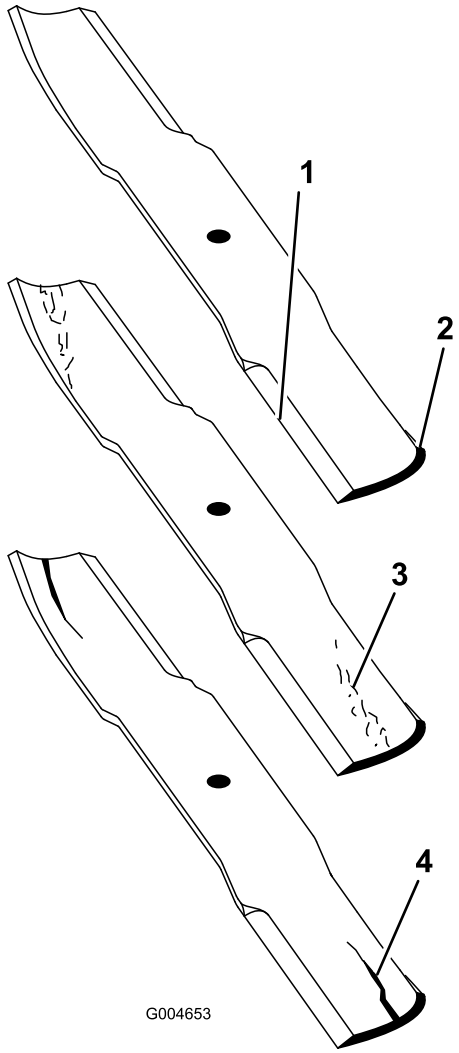

Figur 86
2. Undersök knivseggarna noggrant, i synnerhet där knivens flata och böjda del möts (Figur 86). Kontrollera kniven innan du använder maskinen eftersom sand och slipande material kan slita bort metallen mellan knivens flata och böjda delar. Byt ut kniven om den är sliten (Figur 86).